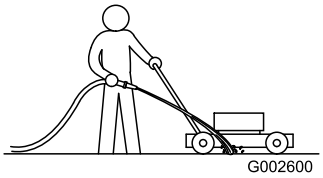

Figur 24
1. Spruta en vattenstråle framför det högra bakhjulet medan motorn är igång och gräsklipparen befinner sig på en flat yta belagd med stenplattor (Figur 24).